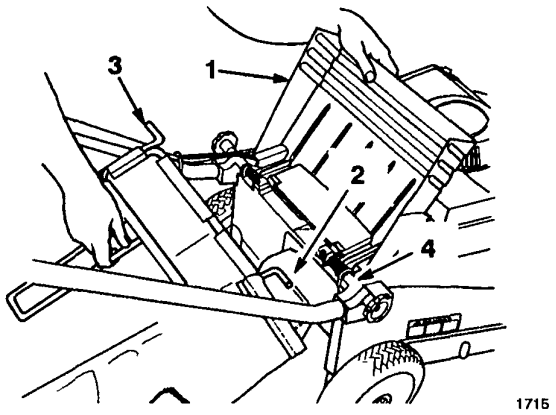
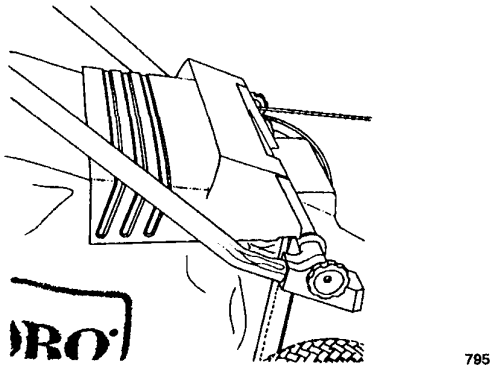

Figure 11
Figure 12
2. Raise discharge door, slide bag ramp attached to bag into discharge opening, and hook bag frame onto mounting bracket (Fig. 11). Allow discharge door to rest on top of bag (Fig. 12).